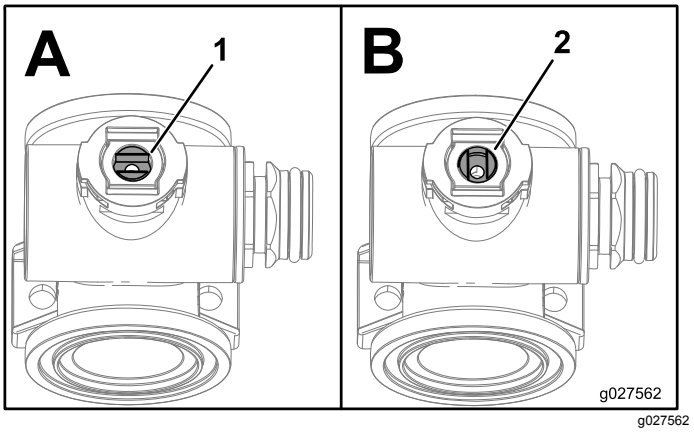

Figur 97
1. Sett ventilstammen i stengt posisjon (B i Figur 97)
3. Snu på ventilstammen, slik at kulen er i åpen posisjon (A i Figur 97).
7. Snu ventilstammeenheten slik at ventilen er stengt (B i Figur 97)